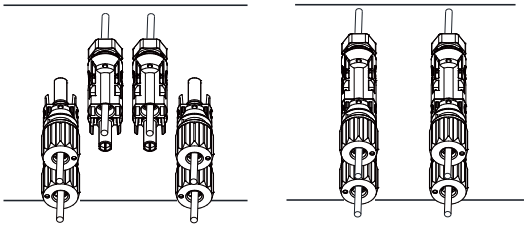

Figura 5.6 Collegamento dell'ingresso CC
d) Infine, inserire il connettore CC nell'ingresso positivo e negativo dell'inverter, come mostrato nella Figura 5.6.